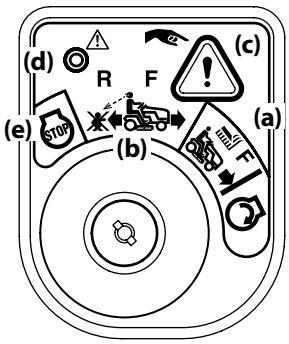

Figure 3-1
2. Turn the key from the NORMAL MOWING (a) position to the REVERSE CAUTION MODE (b) position of the ignition module. See Figure 3-1.
3. Press the REVERSE PUSH BUTTON (c) at the top, right corner of the ignition module. The red indicator light (d) at the top, left corner of the ignition module will be ON while activated. See Figure 3-1.